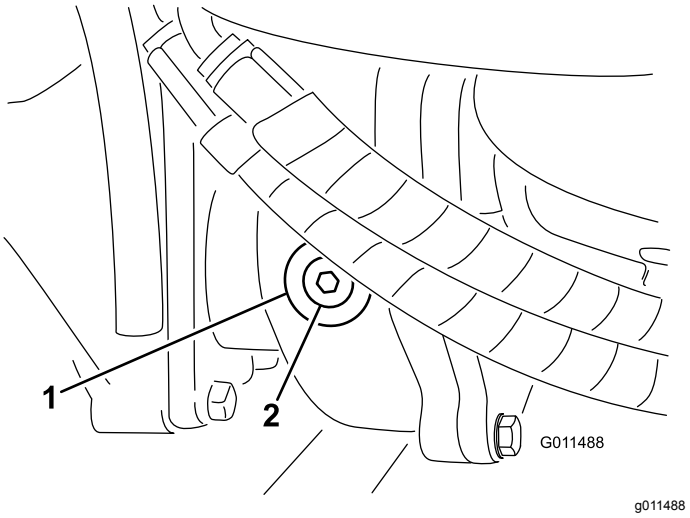

Figuur 16
2. Verwijder de controle/vulplug aan de linkerzijde van de tandwielkast en controleer of de tandwielolie tot aan de onderkant van de opening komt (Figuur 16).